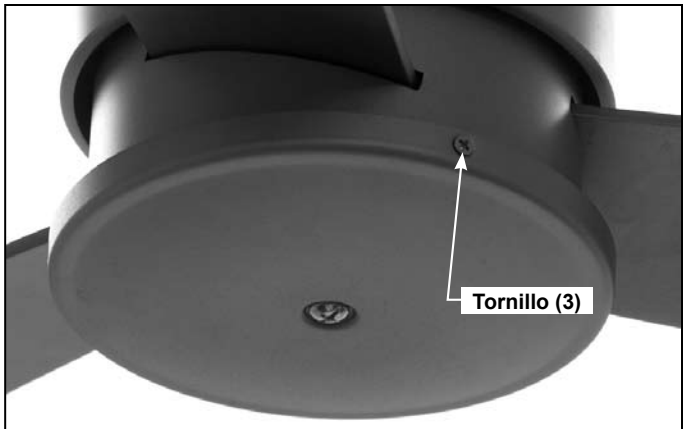

Figura 6
6. Ensamble la cubierta de la caja del interruptor a la placa de soporte de la caja del interruptor ya ensamblada con tres tornillos incluidos. (Figura 6)